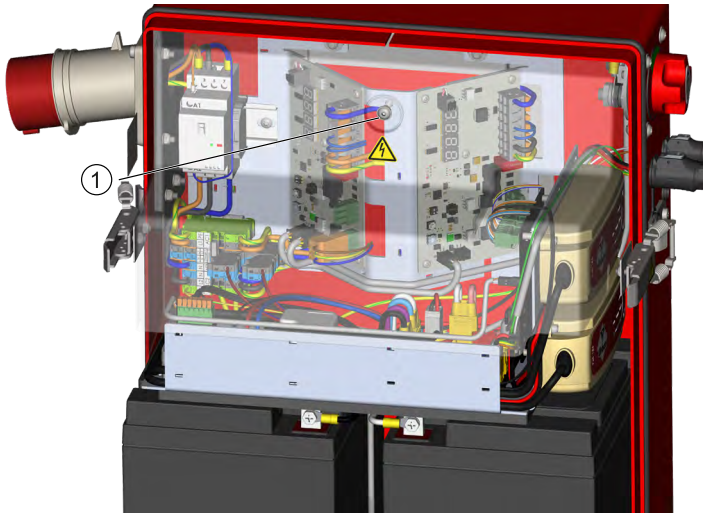

Afbeelding 25: Aanraakbeveiliging
2. Draai de inbusbout van de aanraakbeveiliging los zie Afbeelding 25 “Aanraakbeveiliging”, op pagina 78).